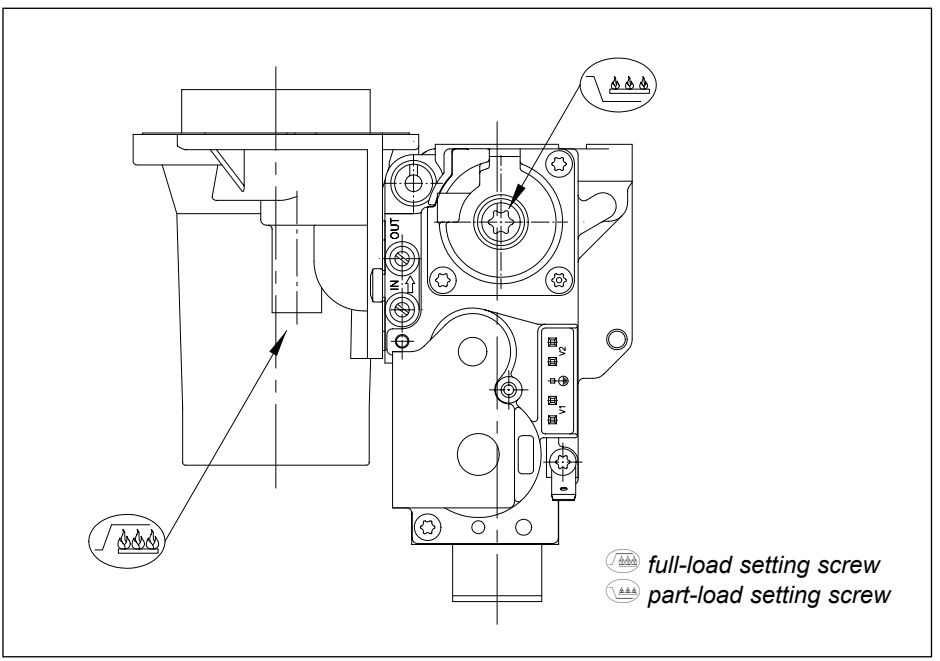

Fig. 20 Setting screws
18.3. When full-load speed is reached, check values against the table and adjust if necessary using the screw on the venturi *(see Fig. 20).*
18.6. When part-load speed is reached, check values against the table and adjust if necessary using the screw on the combi valve *(see Fig. 20).*